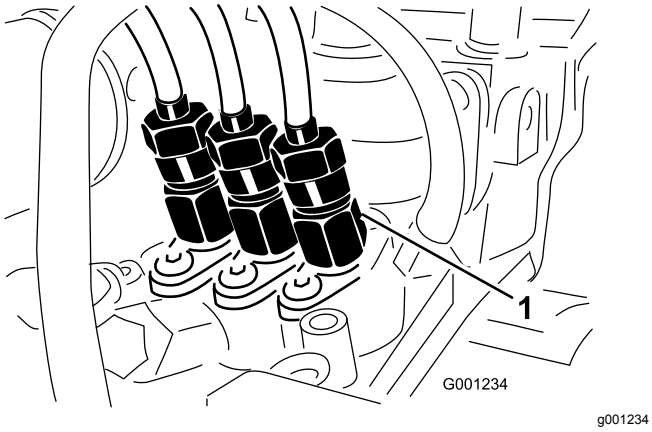

Figur 50
1. Løsne rørmutteren til injektormunnstykke nummer 1 og holderen ved innsprøytingspumpen (Figur 50).